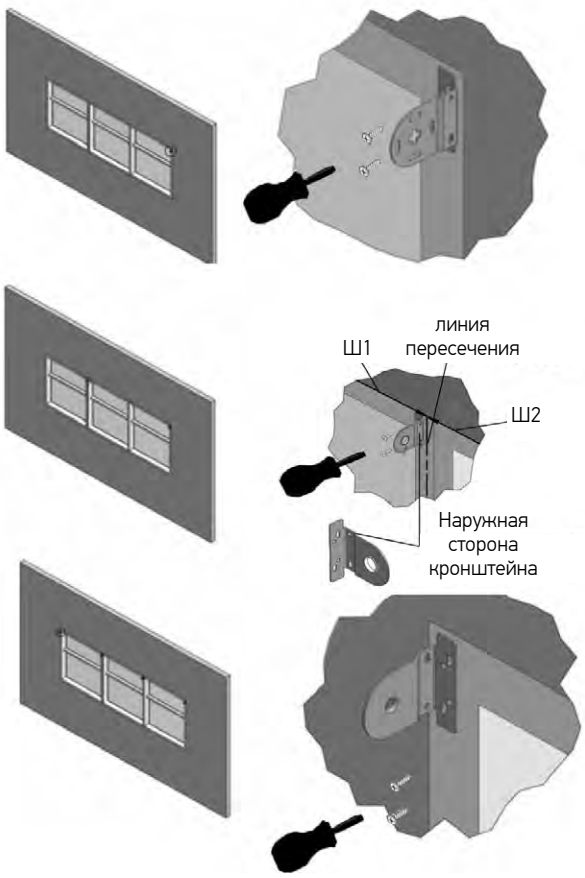

Рис. 12. Установка кронштейнов для MONO LVT
2. Разметить предполагаемые места установки кронштейнов, расстояние между которыми является шириной готового изделия. Место установки промежуточных кронштейнов размечать таким образом, чтобы их наружная сторона оказалась на линии, до которой велись измерения при замере (Рис.12).